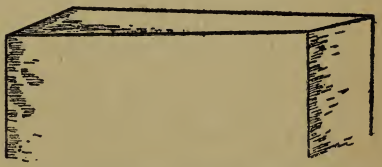

Abb. 41. Winkelschiefer fehlerhaft hergestellter Kasten
2. Hält man den Stock gerade vor sich und schaut dabei über die vordere Kante zur rückwärtig gegenüberliegenden, so müssen beide Kantenlinien gleichlaufend sich decken, also parallel sein. Wenn nicht (s. Abb. 41), so ist das eine verflixte Sache. Das Nachhelfen ist da sehr schwierig. Der Fehler liegt eben schon am ungenauen